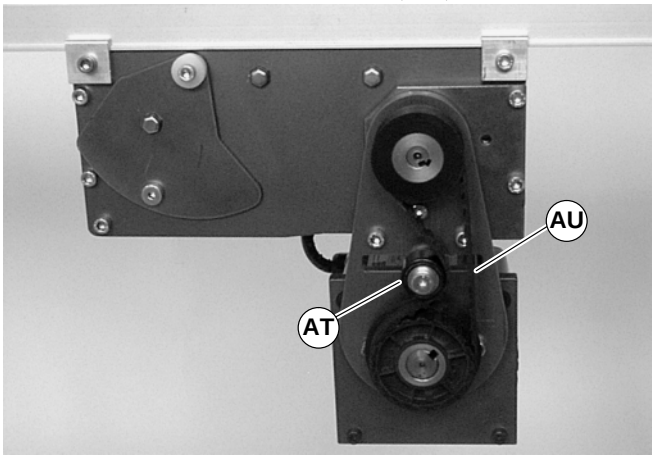

Abbildung 23
2. Zahnriemenspanner (AT siehe Abbildung 23) lösen, dann Zahnriemen abnehmen (AU).